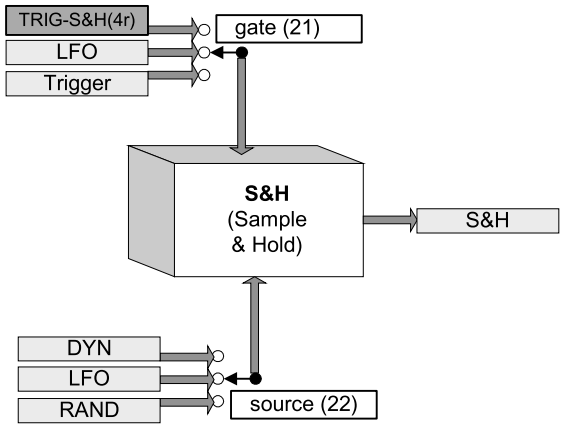

Abb. 9.3.1 Sample & Hold (S&H)
Die S&H umfasst die Bedienelemente **[gate] (21)** und **[source] (22)** auf der Front und **„TRIG-S&H“ (4)** auf der Rückwand. Eine Sample & Hold besitzt einen Eingang (source), einen Ausgang und ein Steuereingang (gate). Am Eingang kann irgendein veränderliches Spannungssignal (Audio oder Modulation) anliegen. Wenn das Gate durch einen Impuls aktiviert wird, wird der gerade aktuelle Spannungswert am Eingang gesamplet (eine Probe entnommen), an den Ausgang weitergegeben und dort gehalten (hold). Auf diese Weise werden kontinuierliche Signale „zerhackt“. Abb. 9.3.1 zeigt die Struktur der S&H.